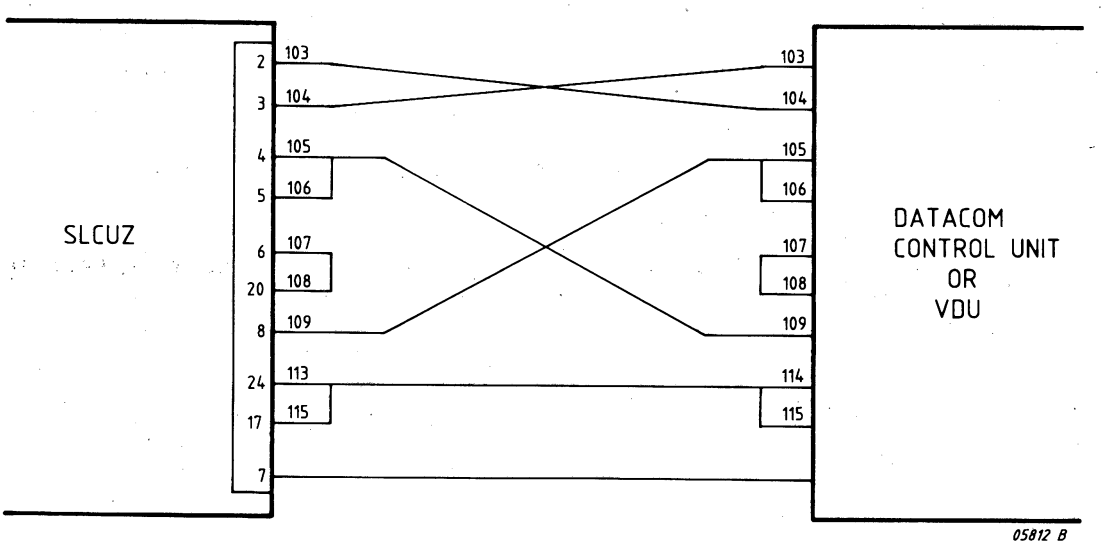

Figure 24.4 LOCAL CONNECTION
2.4.4.2 LOCAL CONNECTION (FIGURE 24.4)